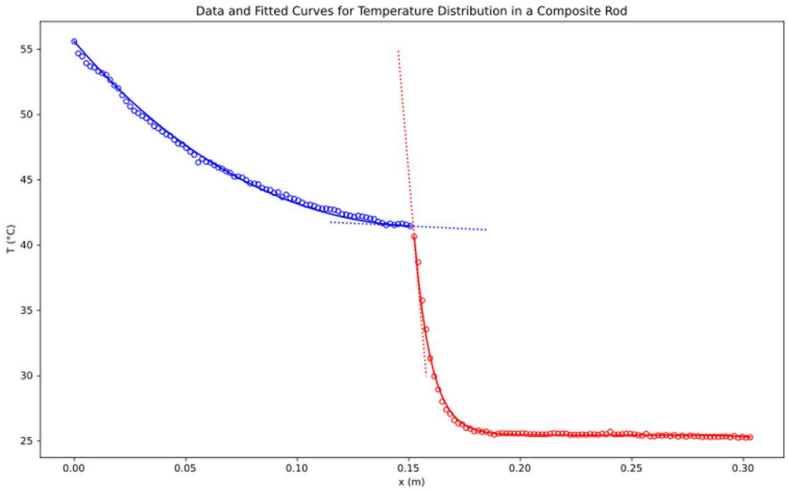

Figure 2: Data collected by a TA and fitted curves
Figure 2 shows temperature data taken by a teaching assistant (TA) for a composite rod. The open circles are the raw data, the solid lines are best fit curves to the data using the temperature distribution model described above, and the dotted lines indicate the slope of the temperature distribution at the junction.